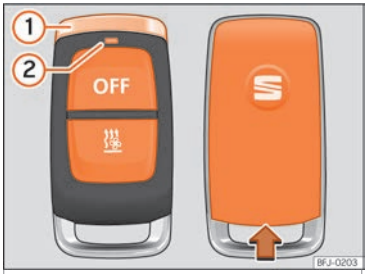

Fig. 152 Chauffage stationnaire : radiocommande.
En appuyant sur les touches, la LED de la radiocommande ››› fig. 152 ② fournit différentes informations à l'utilisateur :
- Tenir la radiocommande avec le passant chromé ››› **fig. 152** ① en position verticale vers le haut.
- Introduisez n outil approprié, par ex. un tournevis, dans le sens de la flèche dans la fente du boîtier de la radiocommande ››› **fig. 152**.
- Déplacez le cache dans le sens contraire de la flèche jusqu'à ce qu'il s'encastre ››› **fig. 152**.